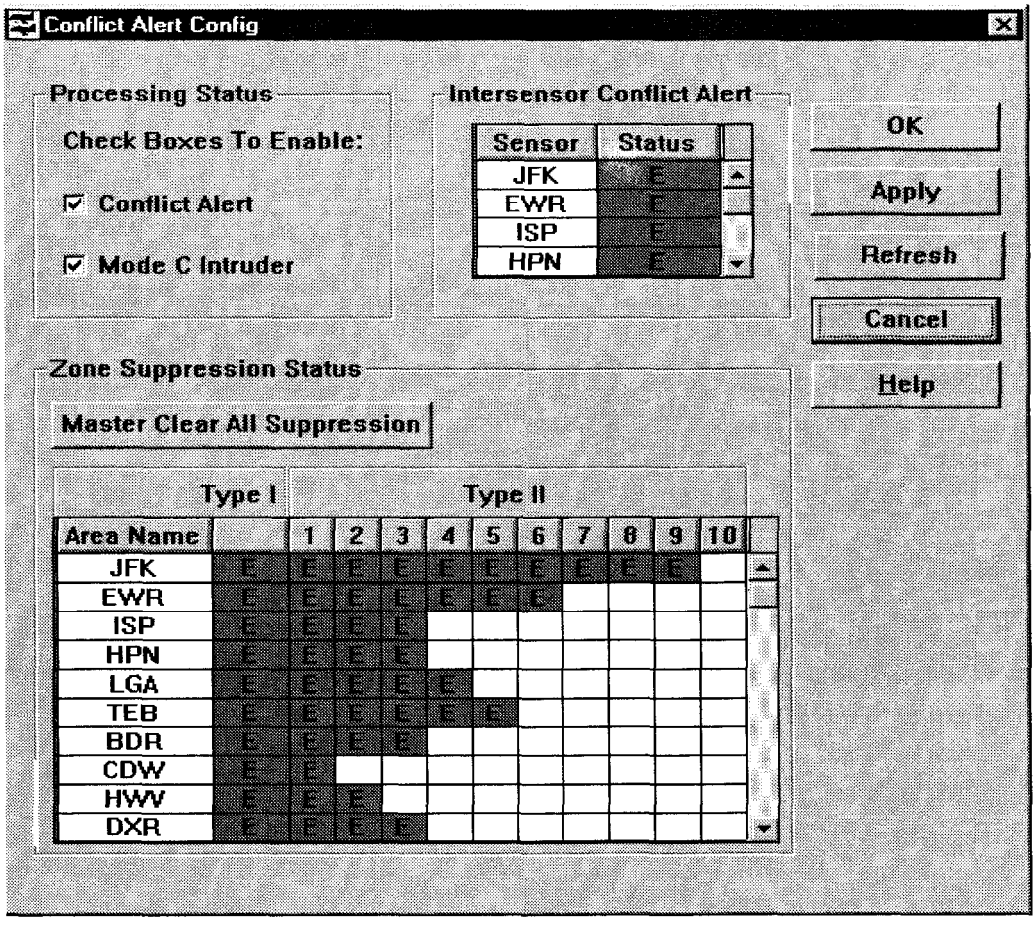

FIGURE 4-58. CONFLICT ALERT CONFIG WINDOW
2. Observe the Conflict Alert Config window (Figure 4-58).